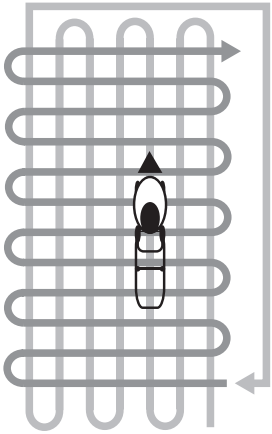

Рис. 15. Схема скашивания высокой и/или загущенной травы
5. При скашивании в тяжелых условиях (п. 3,4) рекомендуется двигаться медленнее или проводить повторный покос с меньшей высотой скашивания. На Рис. 15 представлена схема движения газонокосилки при скашивании высокой и/или загущенной травы.